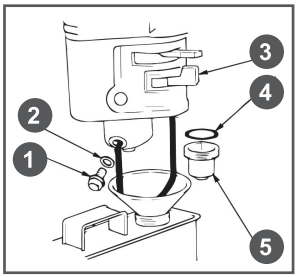

Рис. 20 Обслуживание фильтра-отстойника
1. Установите рычаг топливного крана 3 (Рис. 20) в положение «ЗАКРЫТО».
3. Открутите болт 1 сливного отверстия и слейте топливо из поплавковой камеры карбюратора (Рис. 20).
4. Открутите стакан отстойника 5, вылейте из него топливо в заранее подготовленную емкость (Рис. 20).
1. Слейте топливо из топливного бака и карбюратора (Рис. 20).